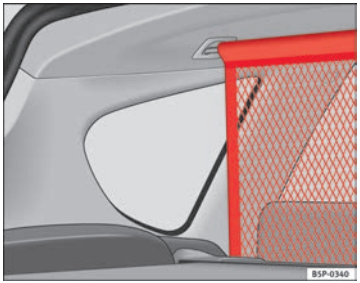

Fig. 123 Partition net
– Pull the net from underneath between the backrest and the folding tray and fit it to the slots in the roof, first the right then the left ⇒ Fig. 123.